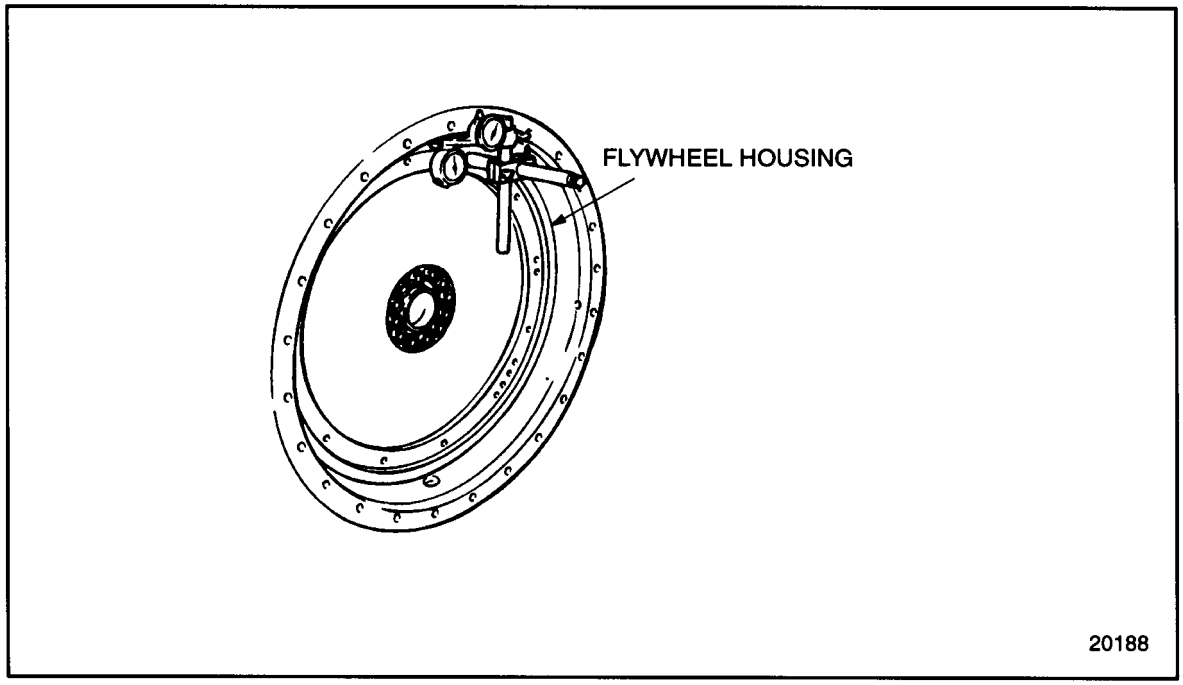

Figure 1-256 Measuring Flywheel Housing Bore Concentricity and Bolting Flange Run-out
3. Position the dial indicators straight and square with the flywheel housing bell face and inside bore of the bell. Make sure each indicator has adequate travel in each direction. See Figure 1-256.